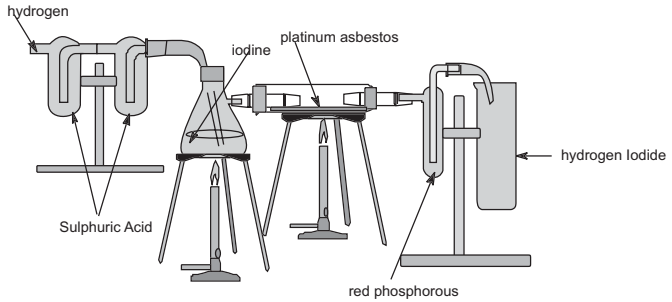

Fig. 12.21. The Lab preparation of Hydrogen Iodide
(2) Another method, though less convenient, is done by direct contact of the elements hydrogen and iodine in the presence of platinum asbestos. This process is regarded as the laboratory and the industrial process of hydrogen iodide (see Fig. 12.21).